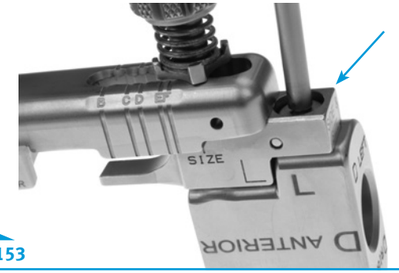

Fig. 153
- Secure the appropriate size Trephine Guide Bushing, corresponding to the size femoral component implanted in the patient, to the Condylar Trephine Guide by tightening the recessed hex screw with the 3.5mm Hex Head Screwdriver **(Fig. 153)**.